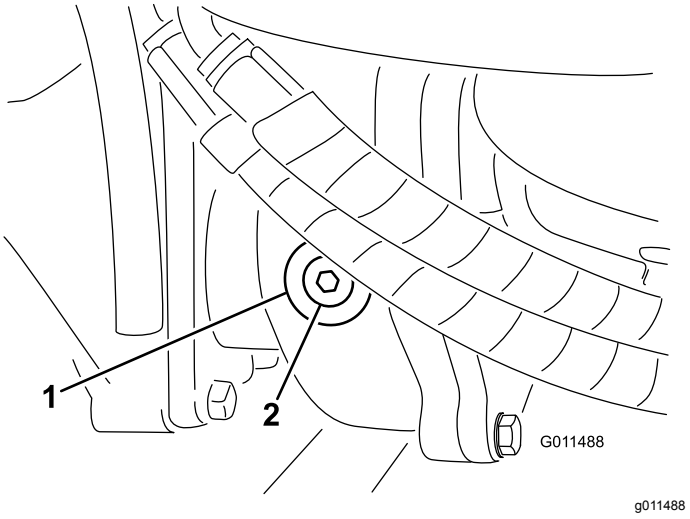

Figuur 19
2. Verwijder de controle/vulplug aan de linkerzijde van de tandwielkast en controleer of de tandwielolie tot aan de onderkant van de opening komt (Figuur 19).